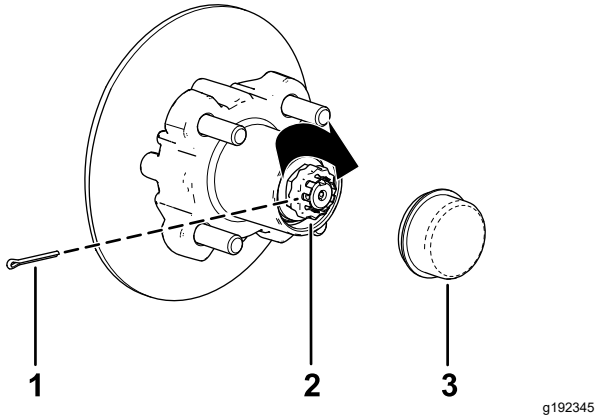

Figuur 40
8. Monteer de borgschroef over de moer en controleer de uitlijning van de sleuf in de schroef en de opening in de as voor de borgpen (Figuur 40).
9. Monteer de borgpen en plooi beide uiteinden rond de borgschroef (Figuur 40).
10. Plaats de stofkap op de naaf (Figuur 40).